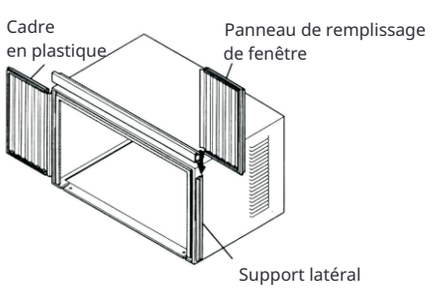
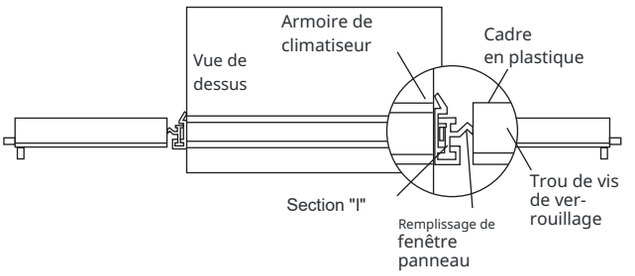

Fig.9
Fig.10
2. Faites glisser la section "I" du panneau de remplissage de la fenêtre dans la retenue latérale sur le côté de l'armoire (voir Fig.9 et Fig.10). Faites les deux côtés.